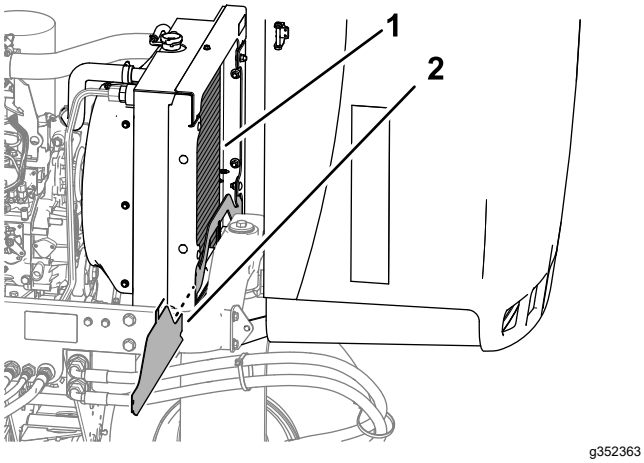

Figur 72
4. Fjern den nederste kølerafskærmning (Figur 72).
5. Rengør begge sider af køleområdet grundigt med vand eller trykluft (Figur 72).